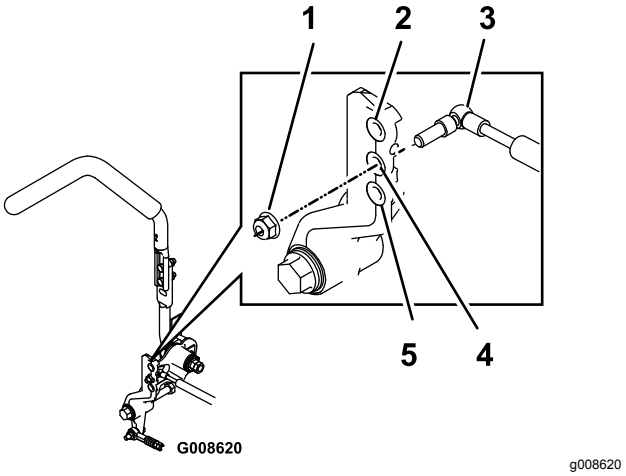

Figur 63
1. Bult (4)
3. Lossa låsmuttern, flytta motviktens fästskruv till önskat läge och montera låsmuttern. I Figur 63 visas de olika monteringsalternativen.